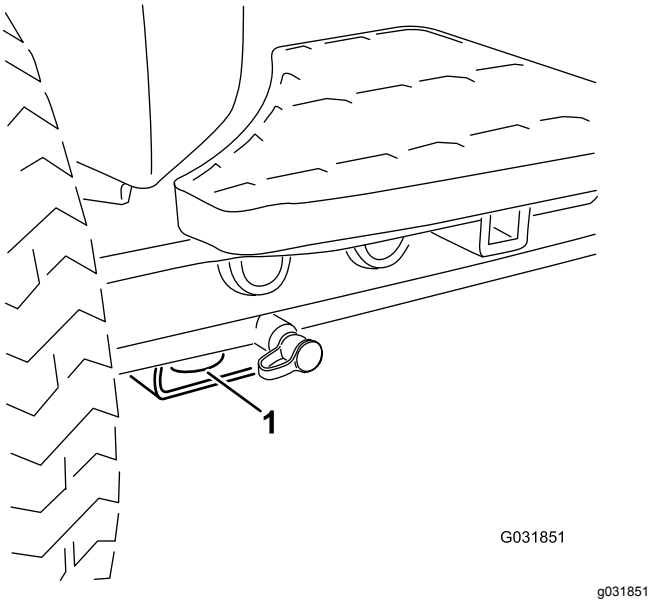

Figur 41
- Fram – hål i det fyrkantiga belägget under axelröret inuti båda framdäcken (Figur 41)